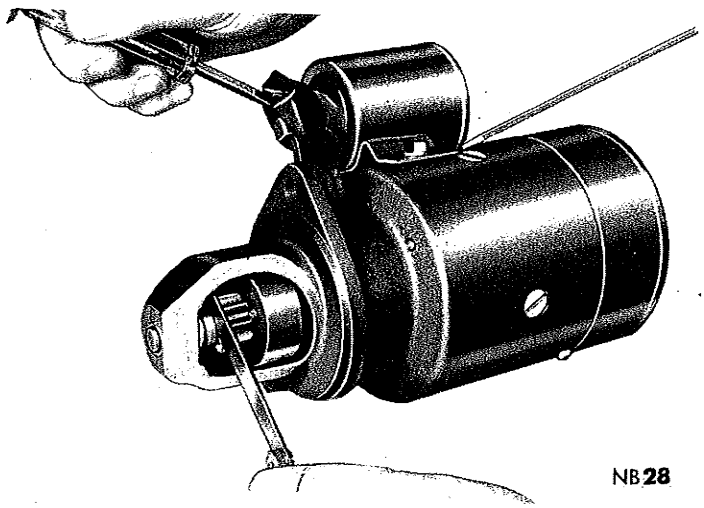

*Fig. 13—Checking Starter Drive Pinion Clearance*
(1) Place starter assembly in a vise equipped with soft jaws and tighten vise sufficiently to hold starter.
(2) Push in on solenoid plunger cage (Fig. 13) (NOT THE FORK LEVER) until plunger bottoms.
(3) Measure clearance between end of pinion and pin stop with plunger seated and pinion pushed toward the commutator end. Clearance should be ⅛ inch. Adjust for proper clearance by loosening solenoid attaching screws and move solenoid fore and aft as required.
(4) Test starter operation under a "Free Running Test."